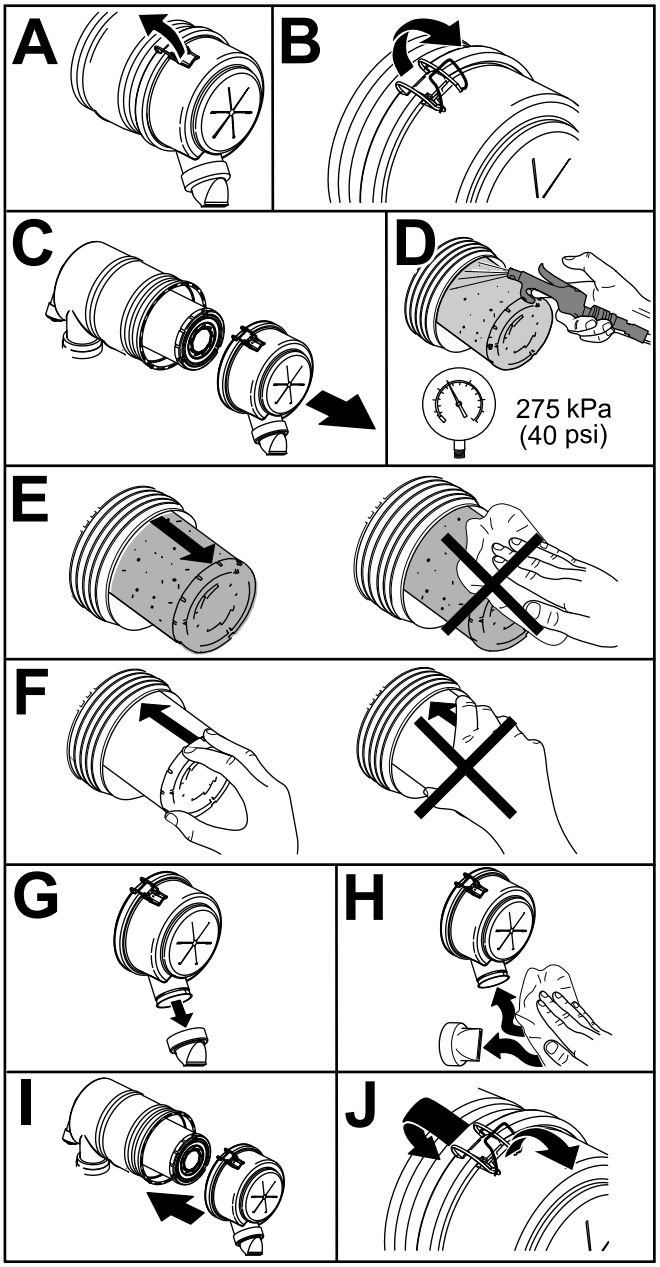

**Figur 43**
1. Udskift den primære luftfilterindsats (Figur 43).